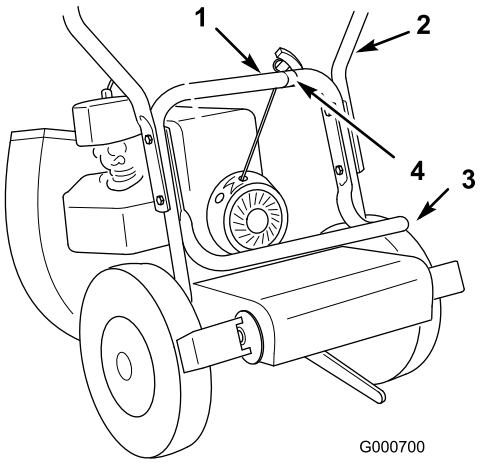

Bild 3
1. Befestigen Sie den oberen Griff mit den 4 Schrauben (5/16 x 1-1/2 Zoll) und Sicherungsmuttern (5/16 Zoll) am unteren Griff (Bild 3).
2. Befestigen Sie die Sackstütze beim Anbringen des Griffs an der Innenseite des unteren Griffs (Bild 3).